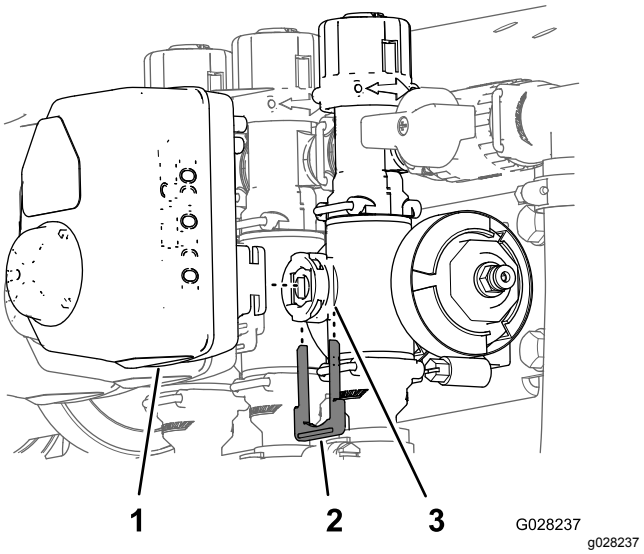

Rysunek 66
3. Zdejmij zapinkę mocującą siłownik do rozgałęźnika zaworu regulacji dawki, mieszania, nadrzędnego sterowania zraszaniem lub sekcją (Rysunek 66).